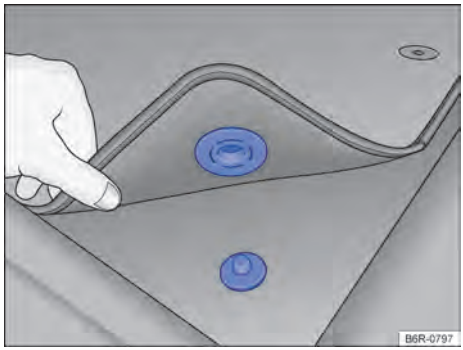

Fig. 18 Alfombra delantera del lado del conductor con fijación al perno de la alfombra.
- ✓ Acomodar bien la alfombra en la zona reposapiés del lado del conductor para que no obstruya la zona de los pedales. Dependiendo de la versión del vehículo, la alfombra delantera del lado del conductor puede tener fijación al perno de la alfombra → fig. 18.